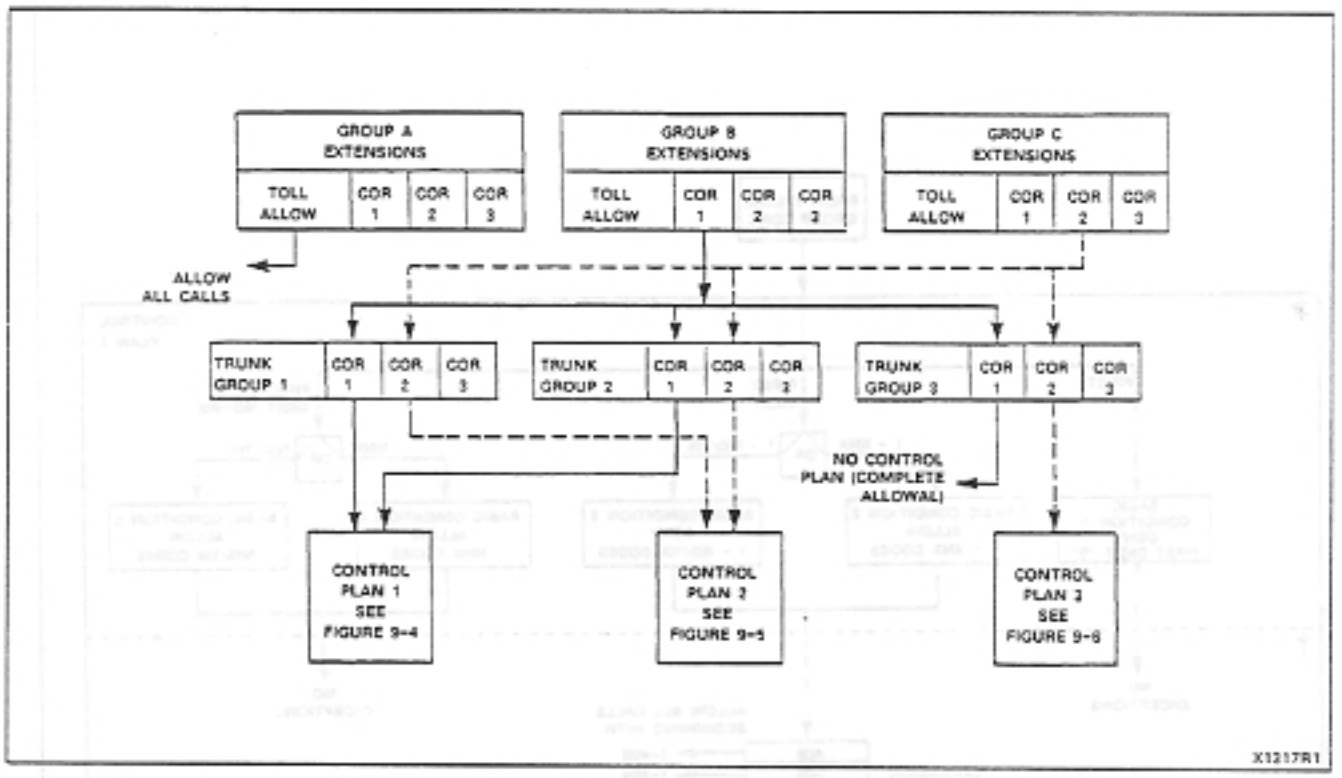
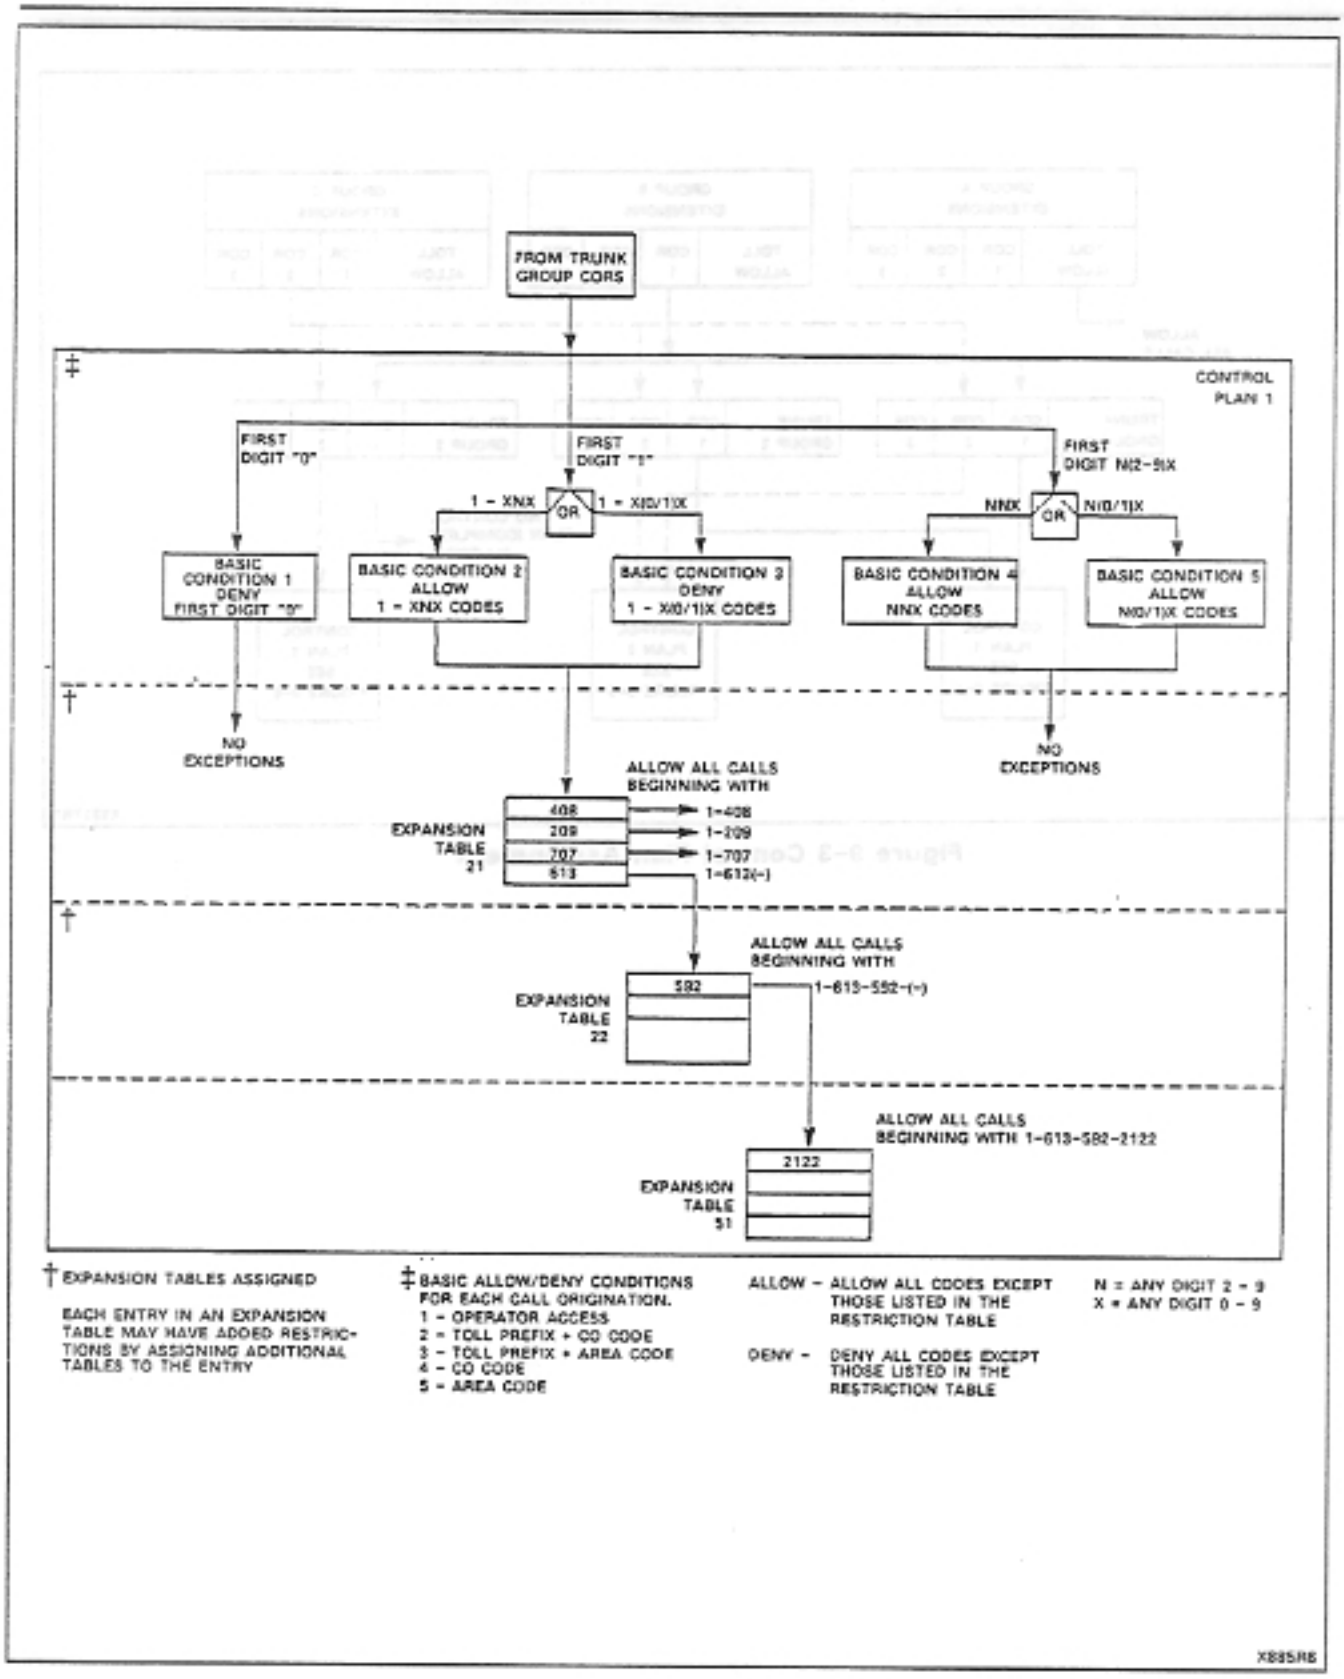

Figure 9-3 Control Plan Assignment
Figure 9-4 Control Plan 1
9.04 **Example 2:** This example will parallel the example outlined in paragraphs 5.10 to 5.16. The Control Plan assignment is again shown in Figure 9-3. Figures 9-4, 9-5 and 9-6 show the Control Plans required, with the completed installation forms following. The required information is:
Assign Control Plans as shown in Figure 9-3.